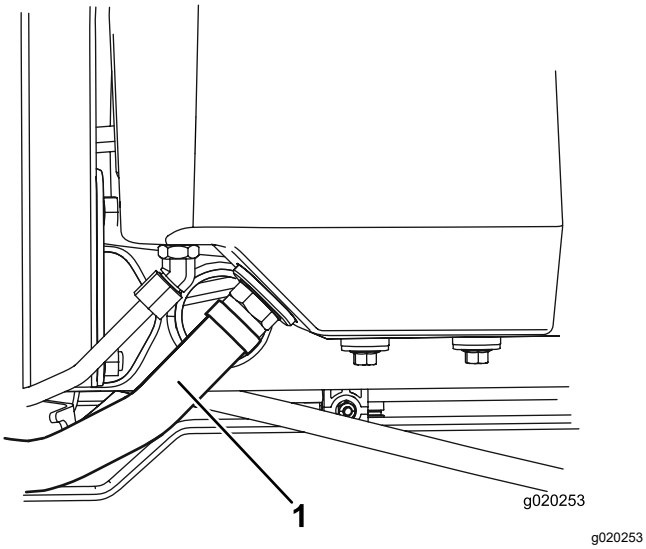

Figur 78
2. Frakobl den store hydraulikslange (Figur 78) fra beholderen, og lad hydraulikvæske løbe ned i en drænbakke.